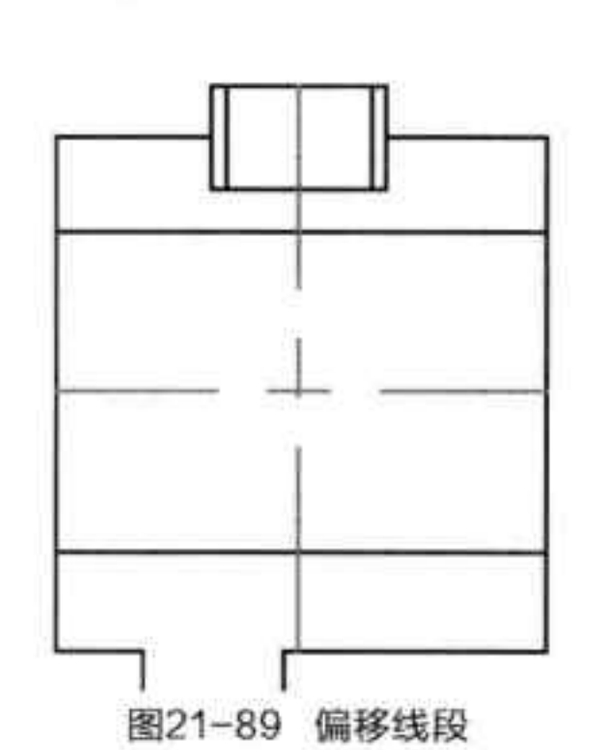

图21-89 偏移线段
Step 10 执行“偏移”命令，将直线 L2 和 L3 各向内偏移 0.75，如图 21-89 所示。